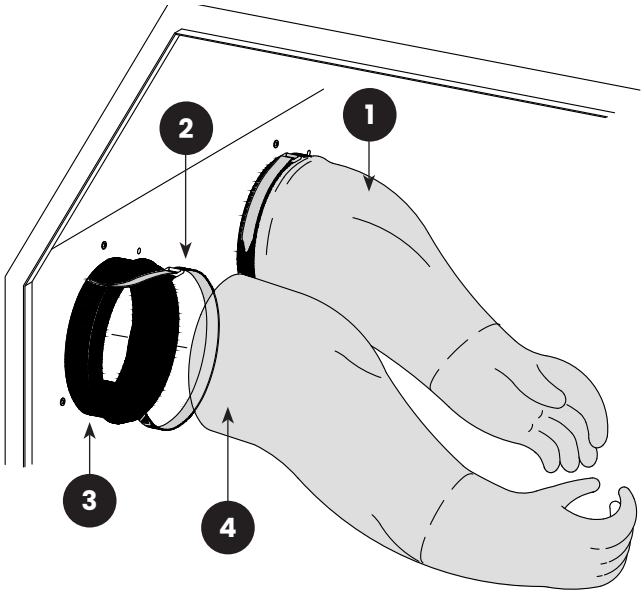

FIGURE 7: (1) Glove & Gauntlet Attached; (2) Hook & Loop Strap; (3) Armrest Glove Mount; (4) Gauntlet End of Glove
6.1.2 | Remove old gloves: Glove gauntlets are stretched over glove mounts and held in place with hook and loop straps. To remove the old gloves, loosen the straps by pulling the hook end of the straps away from the loop material, as shown in Figure 7, and then pull the straps and gloves off the mounts.